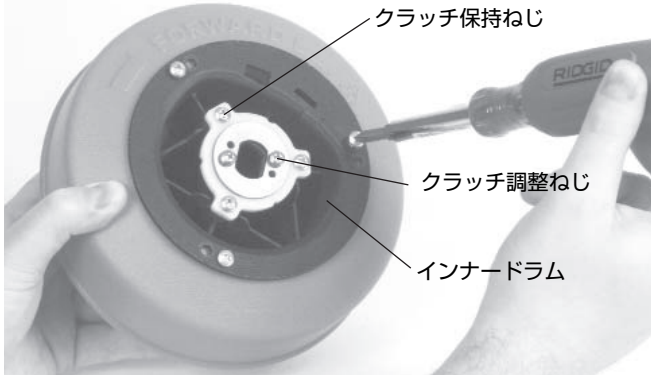

図 15 －ドラムからのねじの取り外し
4. ドラムを裏返して、最も外側にあるねじ３本を取り外してください。（図 15）
3. クラッチ・アセンブリーの背面にあるナットを落とさないようにして、クラッチ調整ねじ２本を５～６インチポンドまで締めます。締め付けすぎないように注意してください。（図 15 参照）